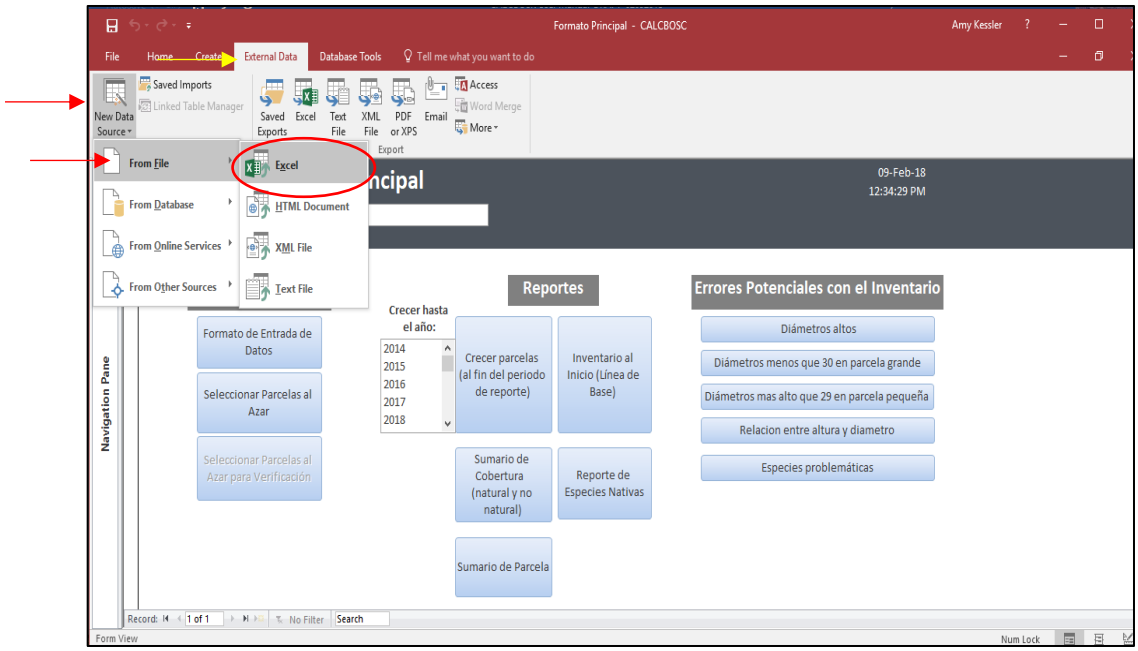

Figure 55. Importing an Excel Document Step 1
4.1 Open CALCBOSK to the Main Dashboard, go to [External Data] section on the control panel, under External Data, go to [New Data Source], under New Data Source, go to [From File], then [Excel]; as demonstrated in Figure 55.